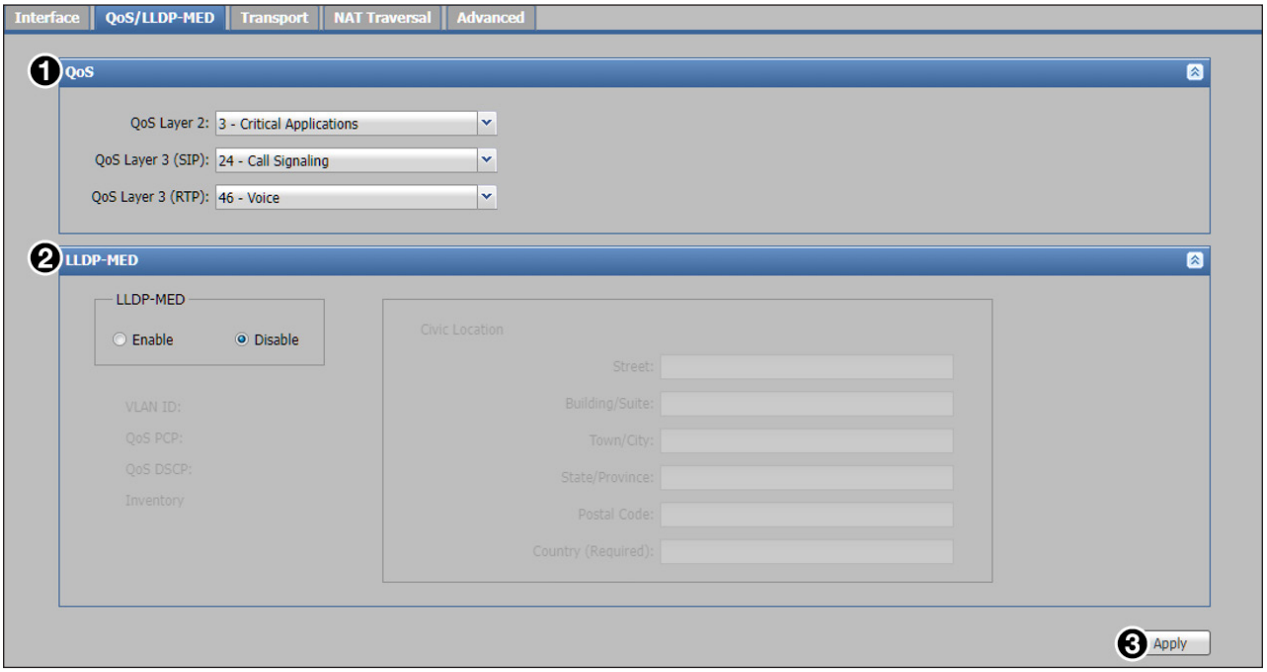

Figure 42. VoIP Network QoS/LLDP-MED Tab
The **QoS/LLDP-MED** tab allows users to set the PCP (Priority Code Point) and Differentiated Services Code Point (DSCP) decimal value for layer 2 and 3 as well as enable or disable the Link Layer Discovery Protocol - Media Endpoint Discovery (LLDP-MED) (see figure 42).
Three drop-down lists are available (see **figure 42**, ❶ on page 73):